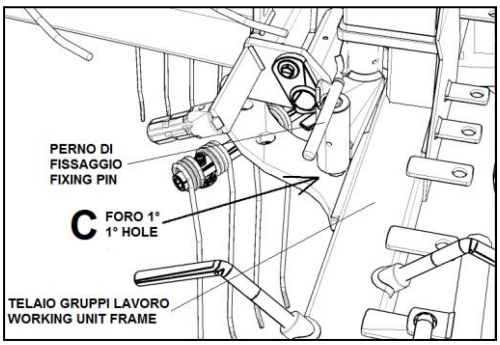

fig.13C
4. **Fig.13C** - Controllare che il telaio gruppi di lavoro sia bloccato, mediante perno a maniglia, nel foro 1° (**C**).
4. **Fig.13C** - Verify that the working unit frame is locked, by means the handle pin, in 1st hole (**C**).